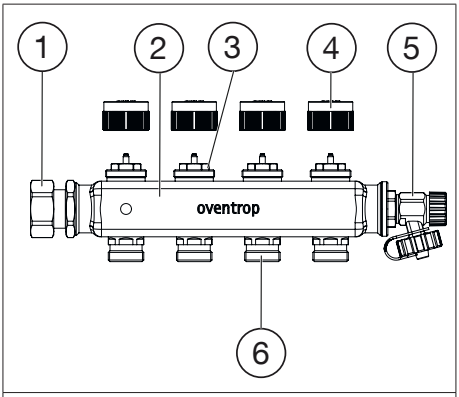

Рис.2: Конструкция обратной балки
Используйте воздухоспускные пробки (2) (см. рис.Рис.1 на стр. 43 7 и рис.Рис.2 на стр. 44) для спуска воздуха из системы. Можно также спустить воздух во время работы системы.